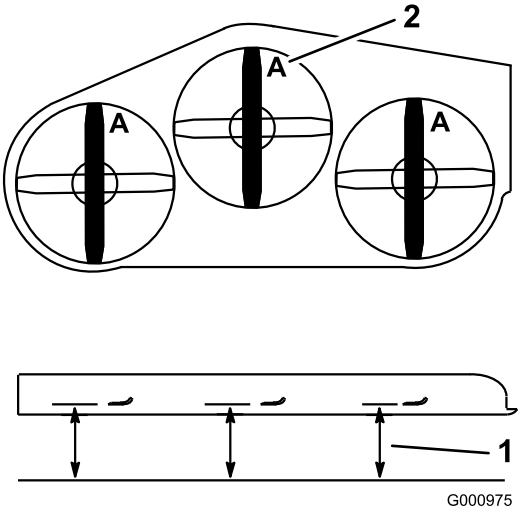

Figur 90
3. Rotera knivarna tills ändarna vetter framåt och bakåt (Figur 90). Mät från ett jämnt underlag till knivens egg vid punkt **A** på knivarna (Figur 90). Anteckna detta mått.